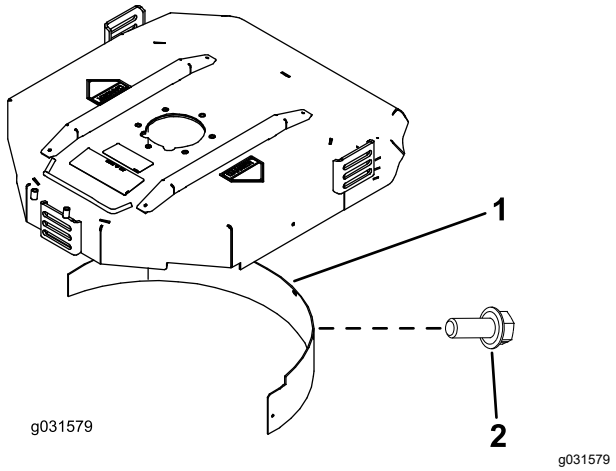

Figur 20
2. Montera samlarskärmen i den bakre öppningen och fäst den med fem huvudskruvar med fläns (Figur 20).